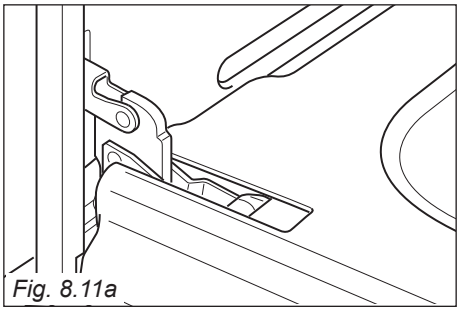

Fig. 8.11a
- Open the door to the full extent (fig. 8.11a).